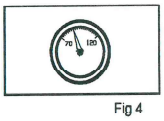

Fig 4
5. Regulate the air pressure to obtain 70 PSI (4.8 bar) at the tool. (See Fig. 4)